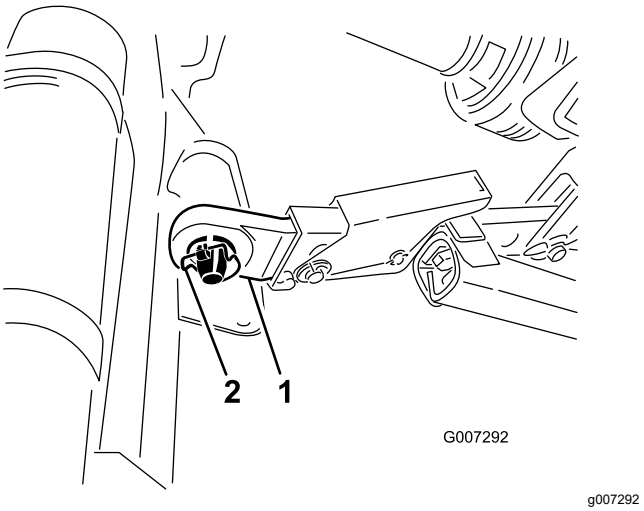

Figura 6
5. Coloque los brazos de enganche inferiores derecho e izquierdo sobre los pasadores de enganche (Figura 6).
6. Sujete los brazos de enganche inferiores a los pasadores de enganche con pasadores de seguridad (Figura 6).